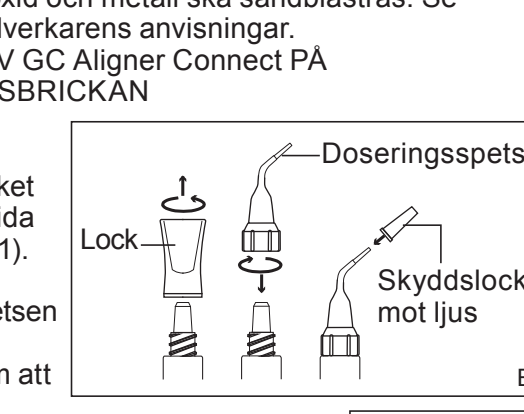

Bild 1
1. Håll sprutan upprätt och avlägsna locket genom att vrida moturs (Bild 1).